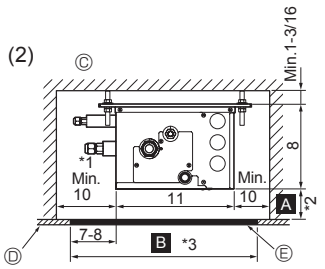
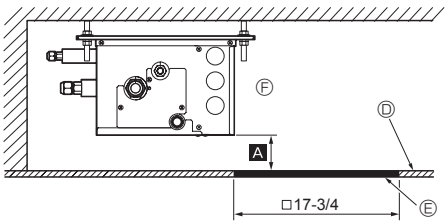

Fig. 4-5
Fig. 4-6
(2) Side View (Fig. 4-5, Fig. 4-6)
In the case of " □ 17-3/4 inch (450 mm)", prepare a maintenance hole at a PCB side (as it is shown in Fig. 4-6), and "Min. 11-13/16 inch (300 mm)" is needed as distance A.